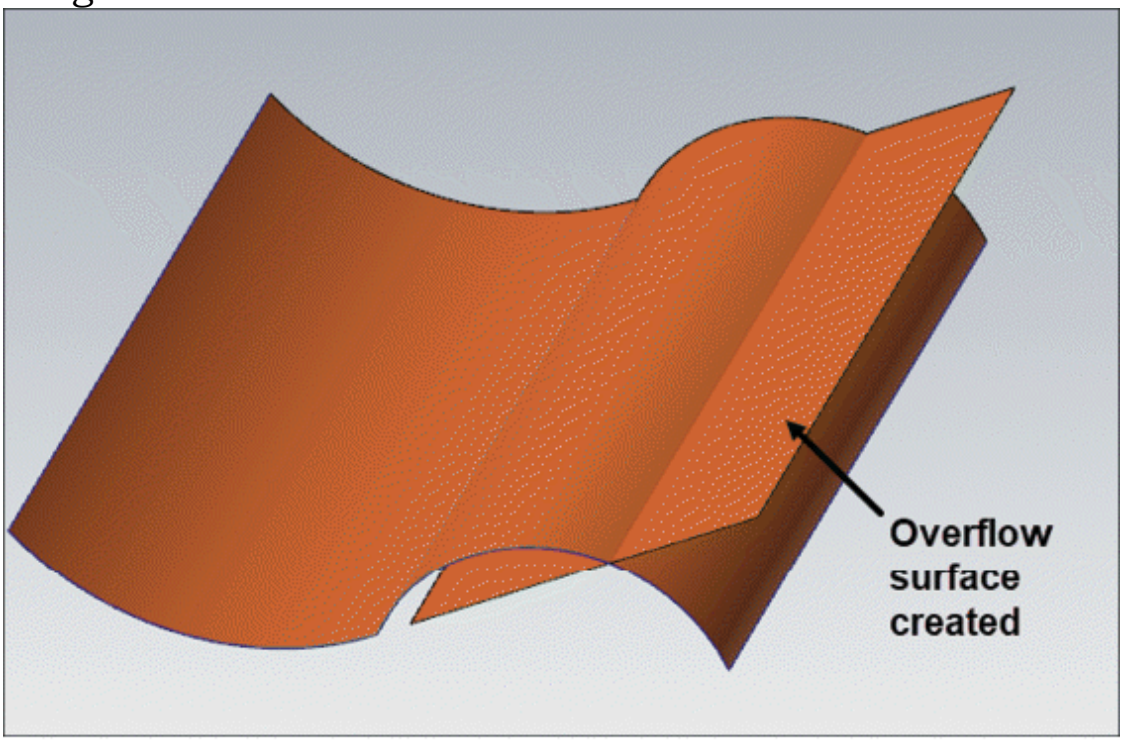

Figure-80. Overflow UV surface created
- Use the gnomon to modify surface location/orientation. Click on the **OK** button from the **Manager** to create the surface; refer to Figure-80.